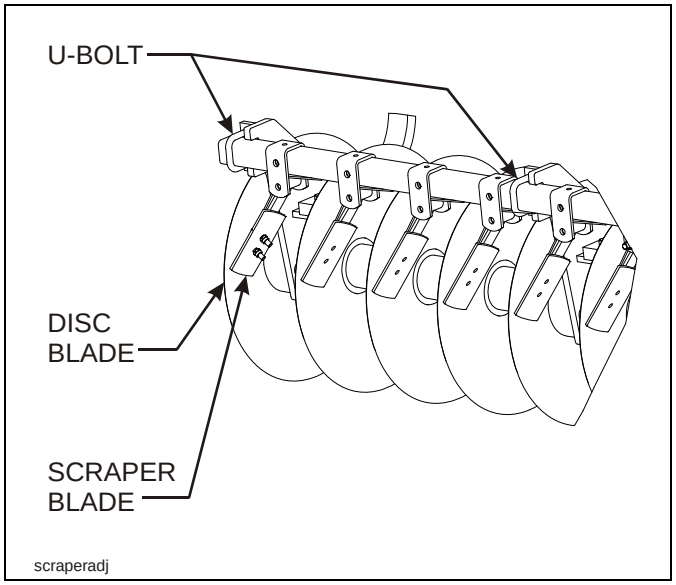

**Figure 4-1: Disc Scraper Adjustment to Disc Blade**
5. Check disc scrapers for proper adjustment to the disc blade **(See Figure 4-1.)** To adjust the pressure of the disc gang scrapers, loosen the u-bolts that clamp the assembly to the disc gang and slide the scraper assembly into the disc blades. Only enough pressure is required to keep the disc blades clean. The scraper blades are reversible to allow extended use before replacement is required.